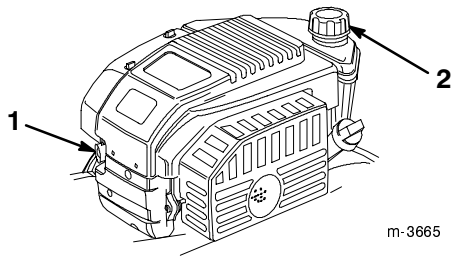

Bild 11
1. Reinigen Sie den Bereich um den Kraftstofftankdeckel (Bild 11).
2. Reinigen Sie den Bereich um den Kraftstofftankdeckel (Bild 11).
2. Drücken Sie die Starthilfe dreimal, wobei Sie zwischen jedem Drücken zwei Sekunden verstreichen lassen sollten (Bild 11).